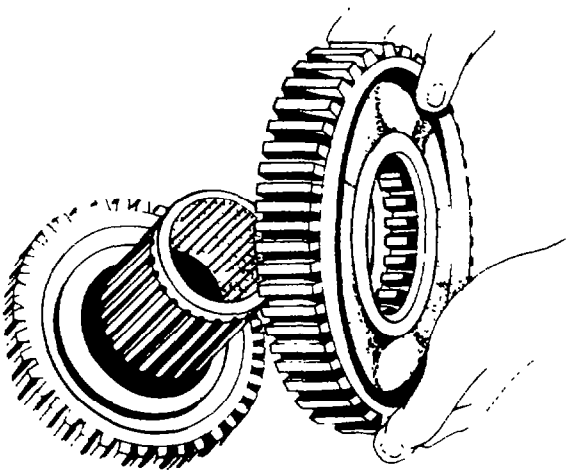

Fig. 199 — Installing First Gear
g. Install the first gear with the thrust washer towards second gear. Engage first gear with the first gears on the countershafts (see fig. 199).